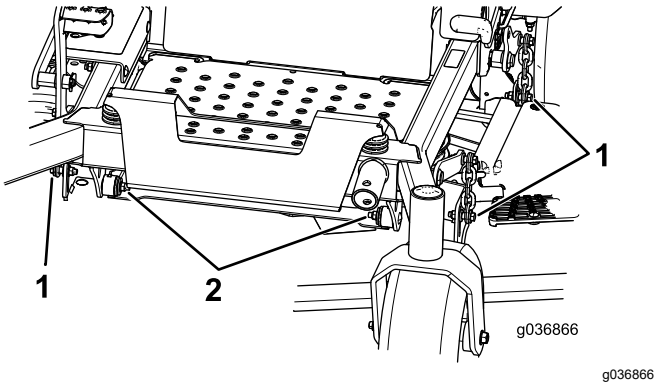

Bild 86
8. Entfernen und bewahren Sie die Schrauben und Muttern an beiden Seiten der Maschine auf (Bild 86).